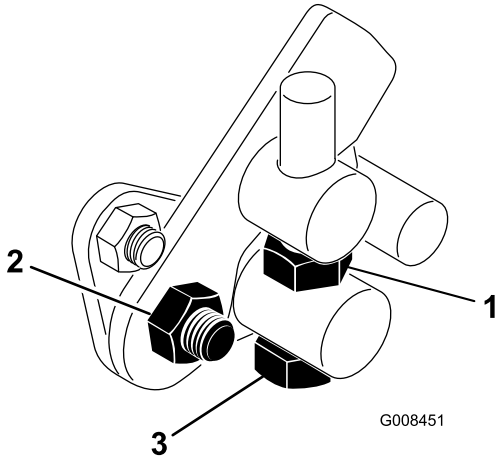

**Figur 44**
1. Lossa kontramuttern på justeringsbulten (Figur 44).
4. Dra åt kontramuttern på justeringsbulten och muttern på pedaltappen för att låsa justeringen (Figur 44). Kontrollera justeringen och ändra vid behov.